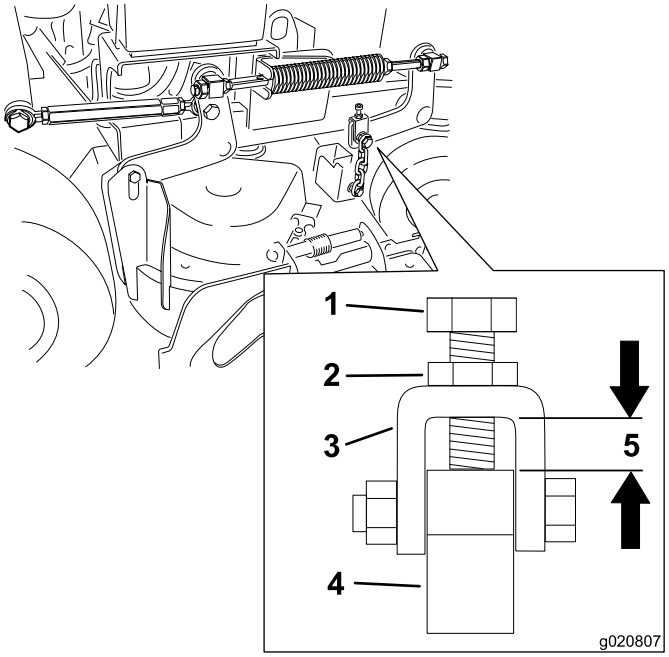

Figur 83
Bemærk: Afstanden skal være 11 mm som vist i Figur 83.
12. Løsn kontramøtrikken, og juster justeringsbolten for at opnå den korrekte afstand som vist i Figur 83.